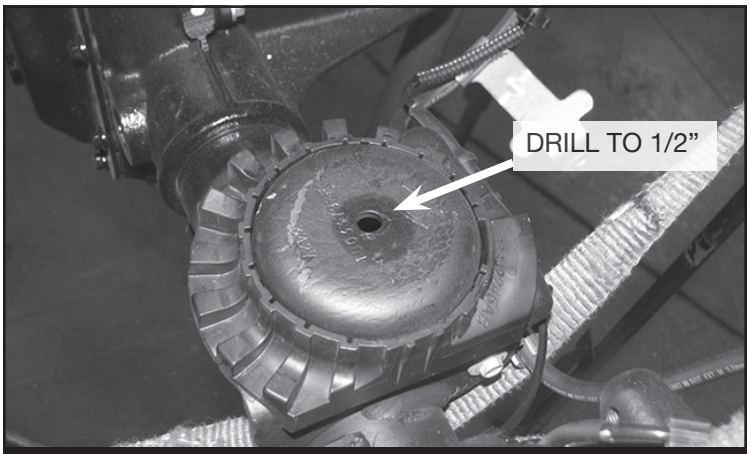

FIGURE 10 - STEP 12
12. On the factory coil spring perch. Use a drill with a 1/2” drill bit and drill out the existing factory hole on both driver & passenger sides. **SEE FIGURE 10**